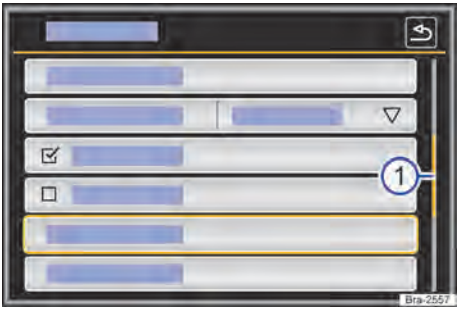

Fig. 130 Representação esquemática: entradas da lista no menu de configurações.
As entradas de lista podem ser acessadas pelo toque direto no display ou por meio do botão de regulagem → Fig. 130 ④.
Se em uma exibição de lista houver mais registros selecionáveis do que podem ser visualizados, são mostradas superfícies de função para a rolagem ou uma barra de rolagem à direita na imagem → Fig. 130 ①.